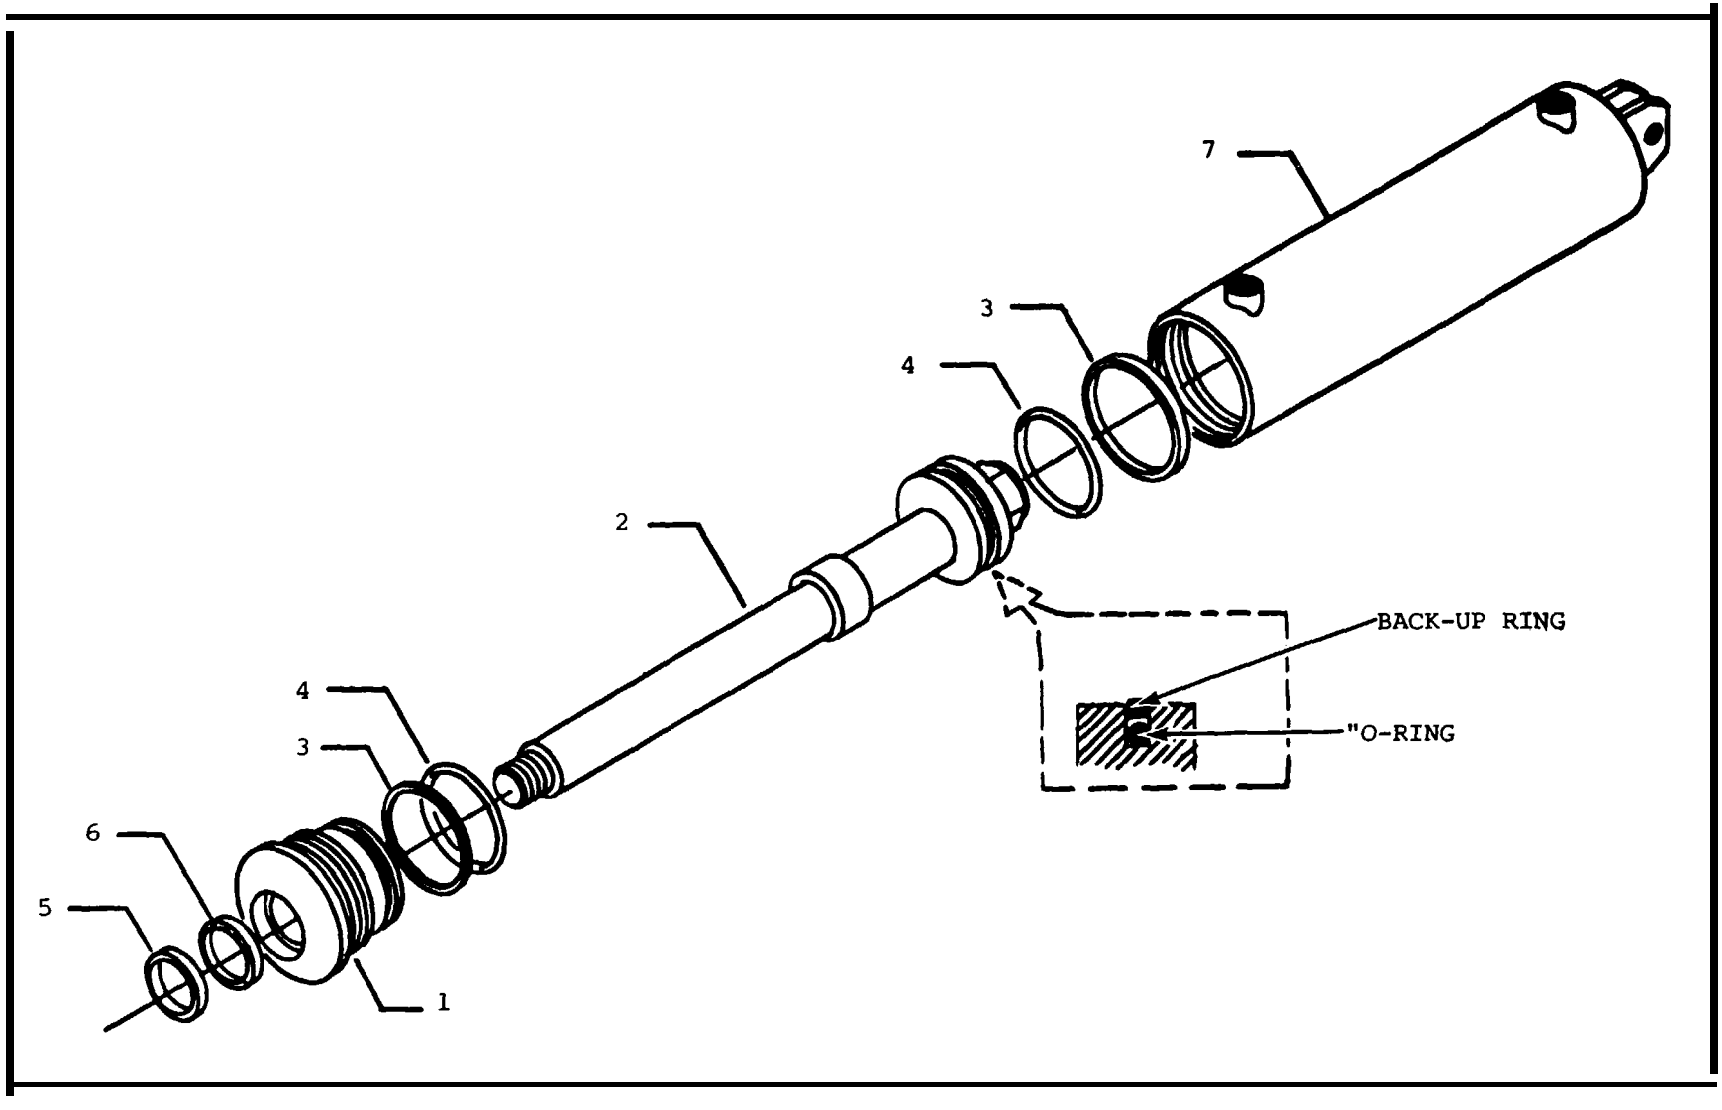

FIGURE 6-9 SIDE SHIFT CYLINDER
C. Refer to figure 6-9 for detailed parts identification and proceed as follows.
d. Remove the cylinder gland (Item 1 in fig. 6-9).
e. Remove the piston rod assembly (Item 2 in fig. 6-9). To remove the piston rod assembly, grab with hand and pull the assembly out away from the barrel.
g. Remove the "O"-Ring and back-up ring from the Gland and Piston (Items 3 and 4 in fig. 6-9).
h. Remove the wiper and gland packing from Gland (Items 5 and 6 in fig. 6-9).